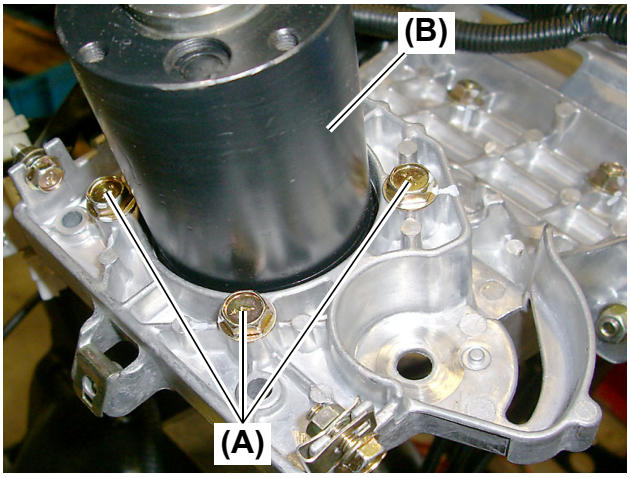

Fig. 7
4. Remove the power steering valve **(Fig. 7, 8, 9, (B))** by removing the four (4) M8 × 30 mm (L: 1.2 in.) bolts **(Fig. 7, (A))**.
- When the bolts are removed, the power steering valve **(Fig. 7, 8, 9, (B))** falls. To prevent it from falling, work while supporting it with a hand.
- **Do not disassemble the power steering valve (Fig. 7, 8, 9, (B)).**
- The power steering valve **(Fig. 7, 8, 9, (B))** cannot be removed unless the steering wheel is removed.